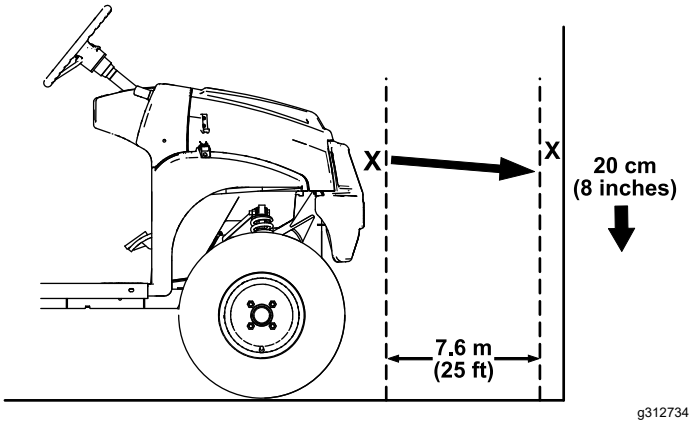

Figur 49
1. Parkera maskinen på ett plant underlag med strålkastarna ca 7,6 m från en vägg (Figur 49).
Den ljusstarkaste delen av ljuskäglan ska vara 20 cm nedanför markeringen du gjorde på väggen (Figur 49).